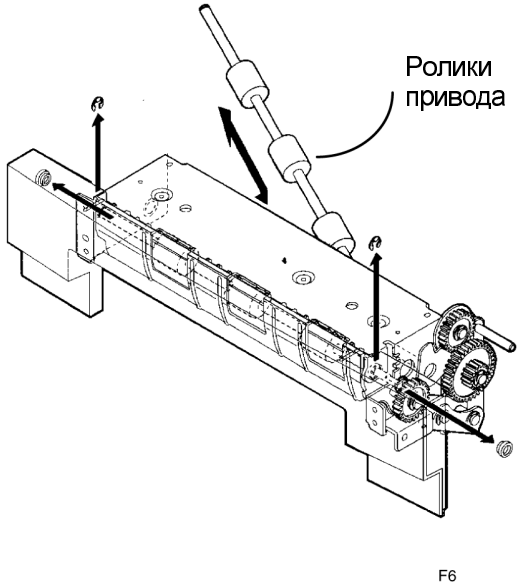

Рисунок 2. Снятие роликов привода лотка 2
4. (Рисунок 2): Снимите ролики привода лотка 2.